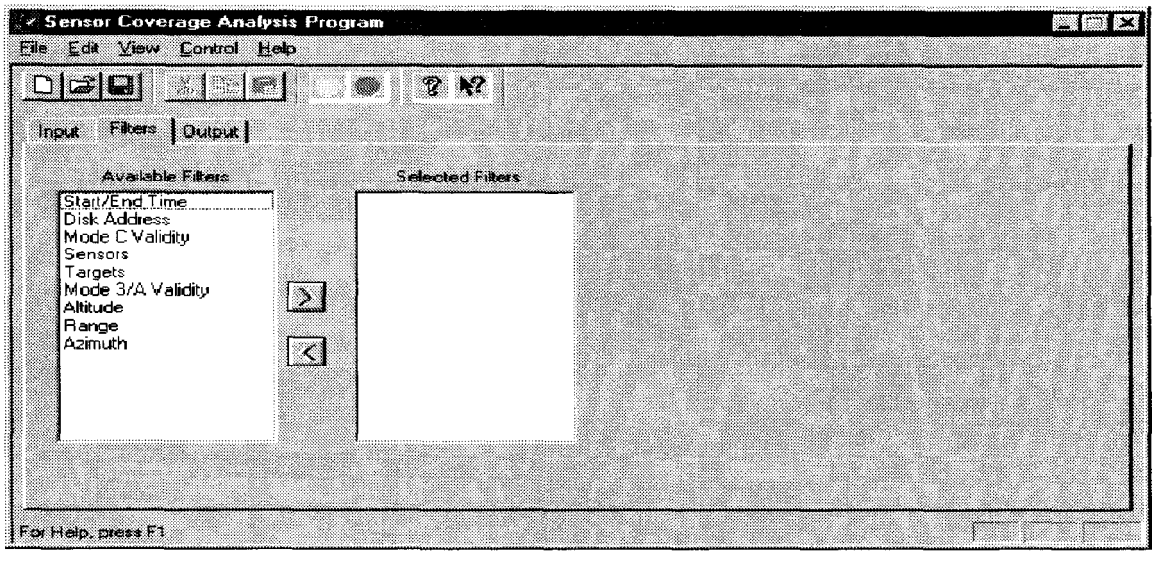

FIGURE 4-138E. FILTERS WINDOW
4. Filters tab (Figure 4-138E):